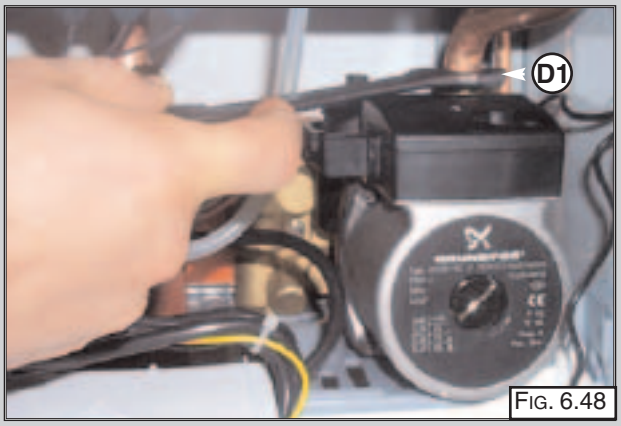

FIG. 6.48
2. Release the nut "D1" (FIG. 6.48);